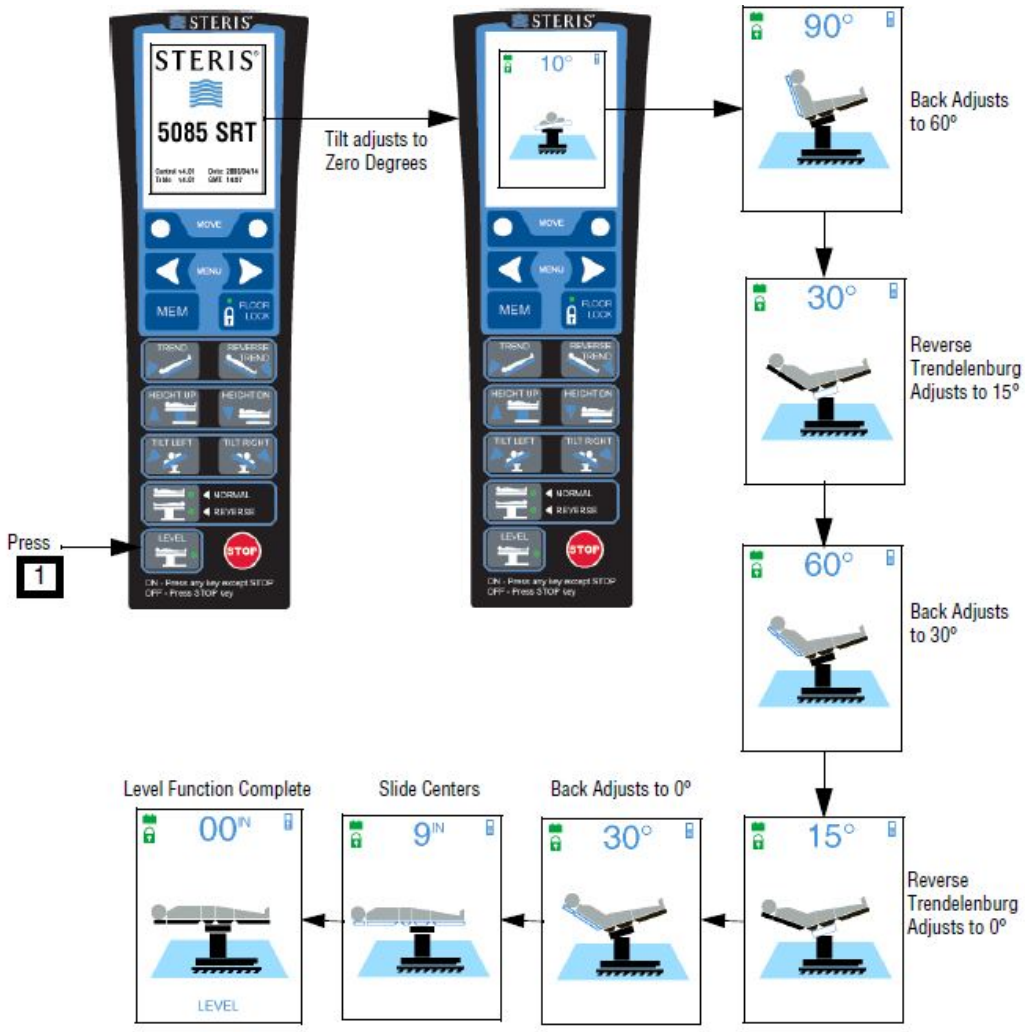

Figure 5-7. Level Table Function (Typical)
6. **Pressing LEVEL button on Primary Hand Control orients Surgical Table in level orientation as shown in *Figure 5-7*.**